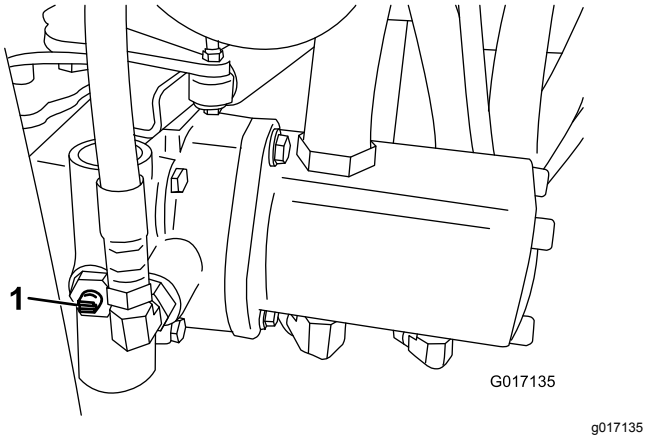

Figur 27
1. Lokalisera överströmningsventilen på pumpen och vrid den så att skåran är lodrät (Figur 27).
2. Stäng överströmningsventilen genom att vrida den så att skåran är vågrät (Figur 27) innan du startar motorn. Starta inte motorn när ventilen är öppen.